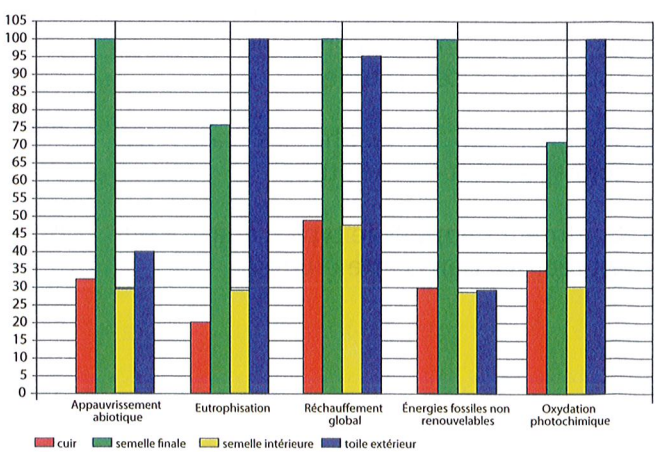

Figure 2 : Impact des quatre principaux constituants d'une basket en toile
2. D'après la **figure 2**, quelle(s) partie(s) de la chaussure en toile faut-il modifier pour améliorer son bilan environnemental ?